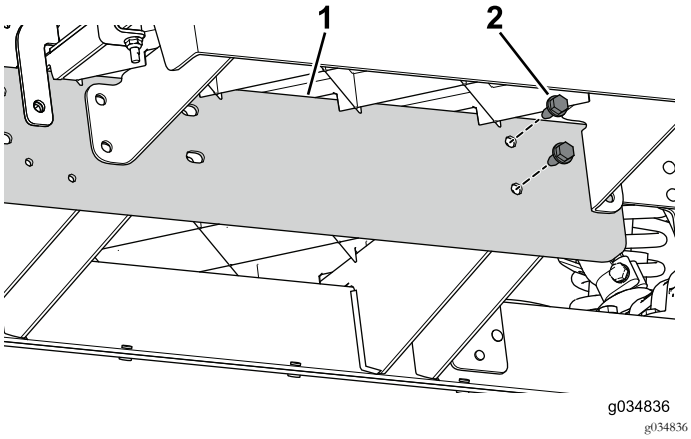

Figur 71
3. Brug de to bolte (5/16 x 3/4 tomme) til løst at montere forlængerskinnen på midterkanalen på den forreste del af maskinen (Figur 71).